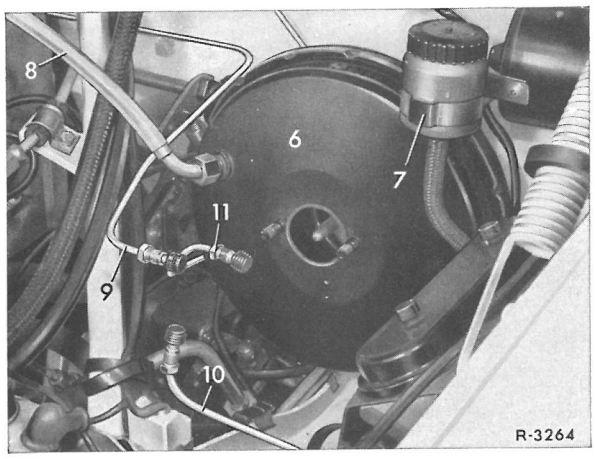

Fig. 42-10/1
Anm.: På vogne med mek. gearkasse er holderen til servocylinderens udligningsbeholder (7) fastgjort på bremseforstærkeren (6) (fig. 42-10/1).
4 Bremseforstærkerens (1o) stempelstang (7) løsnes på bremsepedalen, idet sekskantmøtrikken skrues af indstillingsskruen (6) (fig. 42-10/2).
5 Sekskantmøtrikkerne, hvormed bremseforstærkeren (1o) er fastgjort til torpedo (8) og konsol (1), skrues ud (fig. 42-10/2).